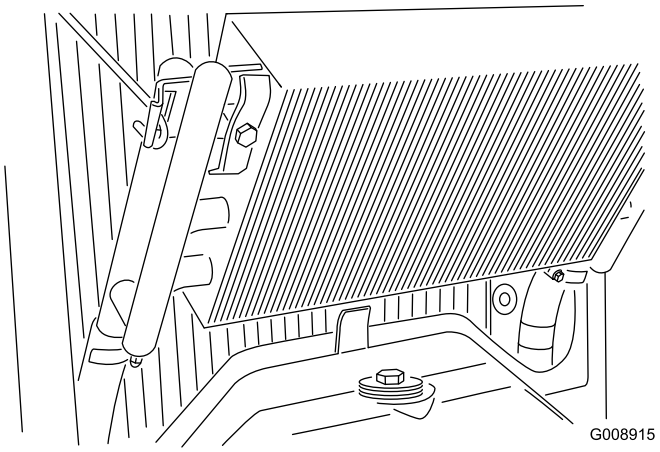

Figur 70
4. Løsn oliekøleren, og drej den bagud (Figur 70).